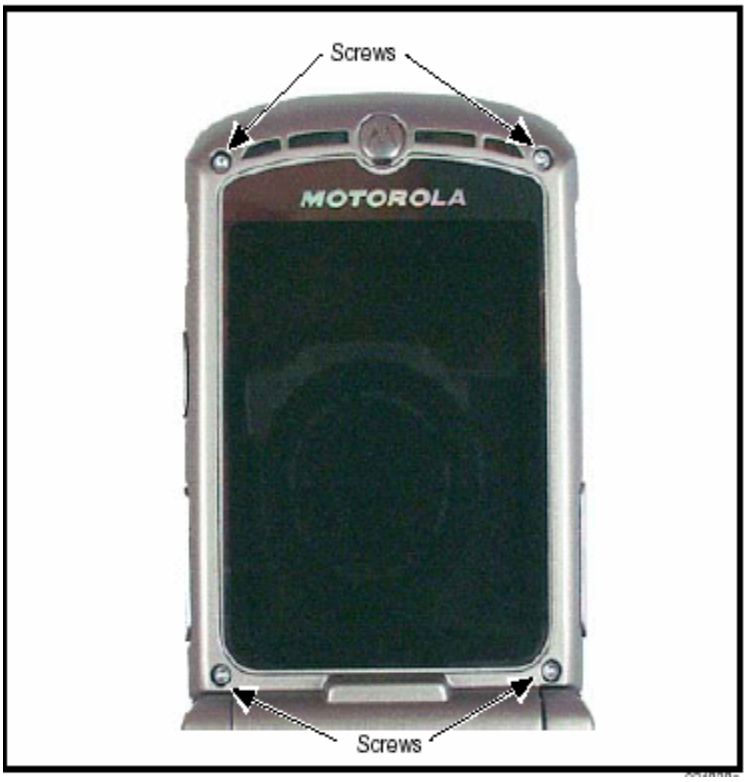

Fig10
3. Use the T-5 driver to remove the 4 screws from the flip assembly (see Figure10). Retain the screws for re-assembly.